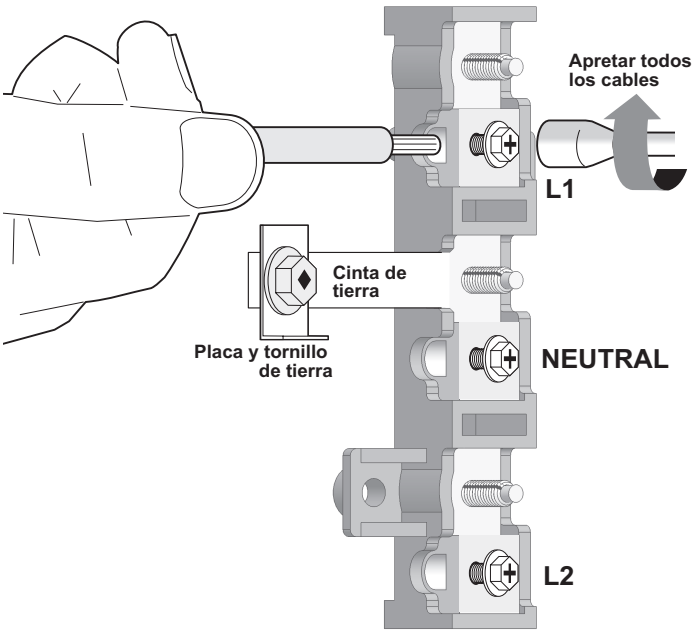

Fig. 16
1. Desforre el aislamiento de los extremos del cableado permanente para la Línea 1, Línea 2, Neutro (además desforre el alambre de conexión a tierra en las conexiones tetrafilares). Apriete los 3 conductores hacia el tablero de bornes (Siga las ubicaciones de los alambres que se muestran en la Fig. 16). NOTA IMPORTANTE: NO AFLOJE las conexiones de tuerca instaladas en la fábrica que aseguran el cableado de la estufa en el tablero de bornes. Se puede producir una falla eléctrica o pérdida de la conexión eléctrica si estas 3 tuercas son aflojadas o retiradas.